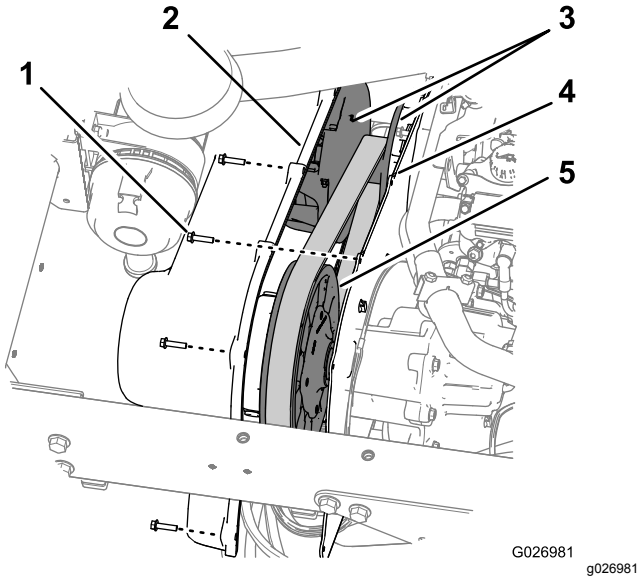

Figur 64
1. Fjern de ni sekskantede skivehodeskruene (¼ x 1 tomme) fester girdekselet til girets monteringsplate (Figur 64).
5. Plasser hullene i girdekselet på linje med hullene i monteringsplaten (Figur 64).
6. Fest dekslet til monteringsplaten (Figur 64) med de ni sekskantede skivehodeskruene (1/4 x 1 tomme) som du fjernet i trinn 1, og stram skruene til 10,2 til 12,4 N·m.